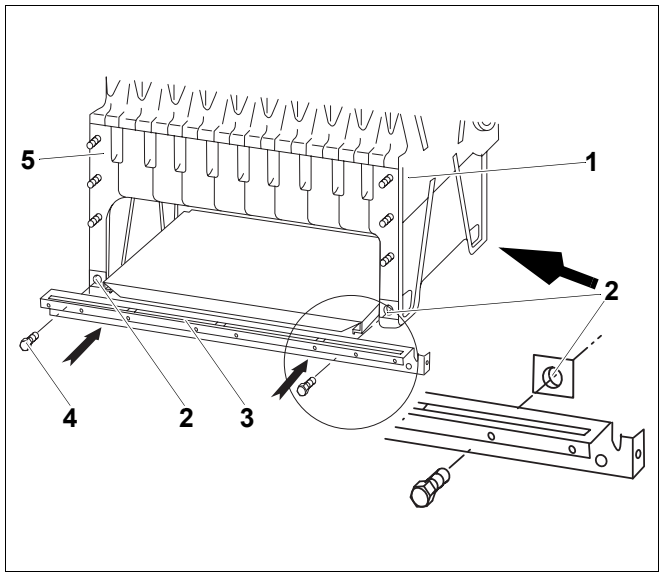

Rys. 40 Montaż cokołu wzdłużnego
Strzałka na rys. 40 pokazuje przód bloków kotła.
Cokół wzdłużny należy zamontować do kotła grzewczego tak, aby zagięta krawędź znalazła się z przodu kotła grzewczego. Cokół wzdłużny wystaje z przodu kotła grzewczego (przyłącze wodne) więcej niż z tyłu kotła grzewczego (porównaj rys. 40).
- Nałożyć nakrętki klatkowe M8 (rys. 40, **poz. 2**) na nóżki członów końcowych (rys. 40, **poz. 1** i rys. 40, **poz. 5**).
- Luźno przykręcić cokół wzdłużny (rys. 40, **poz. 3**) do członów końcowych (rys. 40, **poz. 1** i rys. 40, **poz. 5**) śrubami z łbami sześciokątnymi M8 x 35 (rys. 40, **poz. 4**).